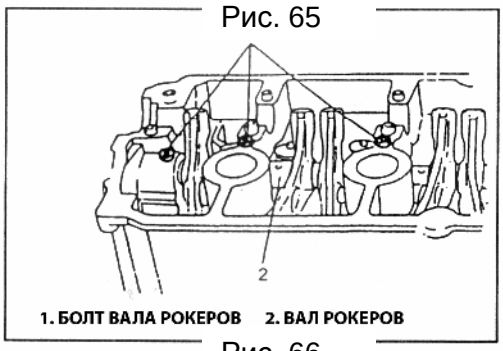

Рис. 66
10) Снимите болты вала рокеров (Рис. 66).